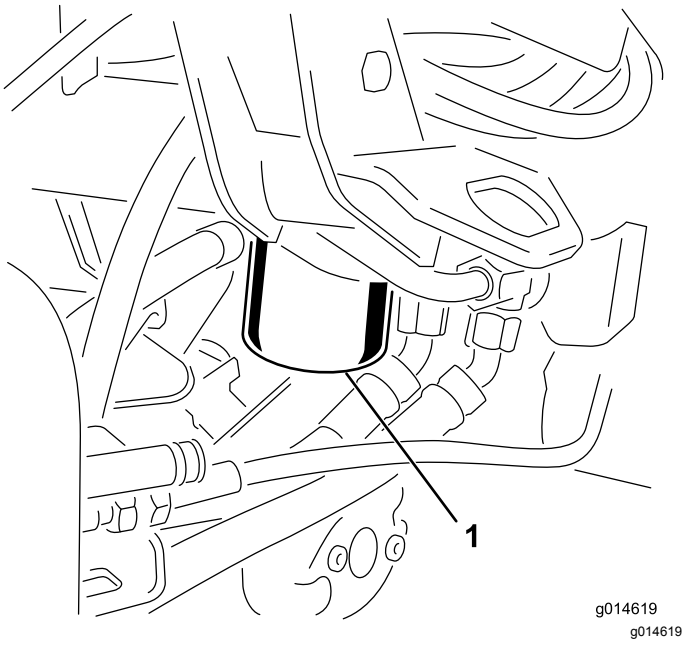

Figuur 58
1. Reinig de omgeving van de plaats waar het filter wordt gemonteerd (Figuur 58). Plaats een opvangbak onder het filter en verwijder het filter.